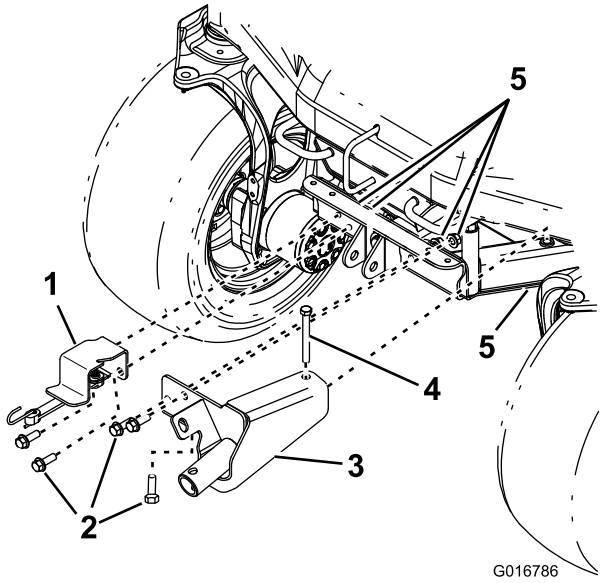

Figure 5
2. Fixez le support de soutien du cric au cadre de la machine à l'aide de 2 boulons à collerette à tête hexagonale et de 2 contre-écrous (Figure 5).
3. Montez le support du cric sur le cadre de la machine à l'aide de 3 boulons à collerette à tête hexagonale (1/2 x 1-1/2"), d'un boulon à tête hexagonale (1/2 x 4-1/2") et de 4 contre-écrous (Figure 5).